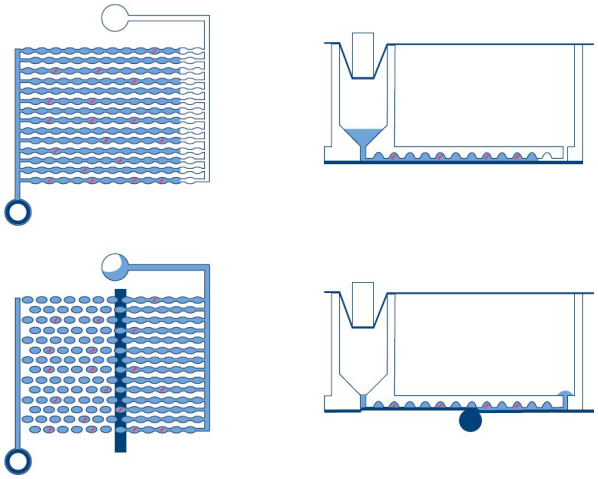

Afbeelding 1. Schema van het vullen en partitioneren van een well.
- **Partitionering:** In de eerste instrumentenmodule worden de microkanalen en partities van de plaat gevuld met het monstermateriaal en het dPCR-reactiemengsel. Dit wordt bereikt met plunjerpennen die de elastische bovenafdichting van de nanoplaat boven elke well samendrukken. Hierdoor ontstaat een positieve druk waardoor de vloeistof uit de invoerwell in de microkanalen en partities wordt gepompt. Vervolgens worden de verbindingskanalen tussen de partities afgedicht door activering van een drukgevoelig kleefmiddel via een drukgestuurd rolproces (zie afbeelding 1).
- **Beeldvorming**: De laatste processtap is de beeldacquisitie, waarbij het signaal van elke partitie van de nanoplaatwells wordt vastgelegd. In de Hulpprogramma-modus kan de gebruiker de detectiekanalen en beeldvormingsinstellingen configureren met de experimentele instellingsfunctionaliteit van de Software Suite. In de IVD-modus zijn de beeldvormingsinstellingen vooraf ingesteld op geoptimaliseerde omstandigheden, zodat de gebruiker niets hoeft te configureren. De partities die een doelmolecuul bevatten, zullen fluorescentie uitzenden met een hogere intensiteit dan partities zonder doelmolecuul (zie afbeelding 1). Zie voor meer details en specificaties over het beeldvormingssysteem paragraaf 8 Technische specificaties.